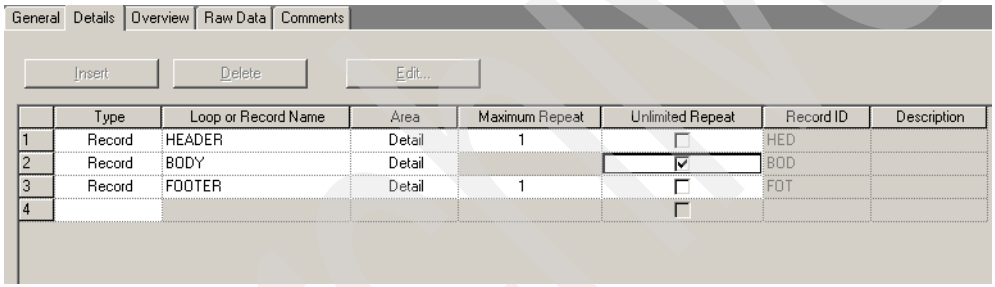

Figure 15-9 Details tab of the PURCHASE_ORDER document definition
4. One final step is to amend the Maximum Repeat value automatically entered for the `BODY` record. We want the `BODY` record to repeat more than once in our document definition. To allow the `BODY` record repeat an unlimited number of times, select the check box in the **Unlimited Repeat** column for the `BODY` record entry as shown in Figure 15-9.